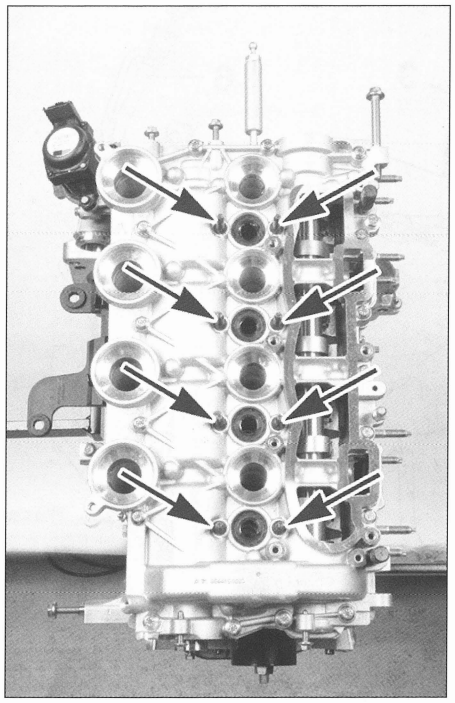

FIG. 36
- comprobar el apriete de los espárragos **(fig. 36)**.